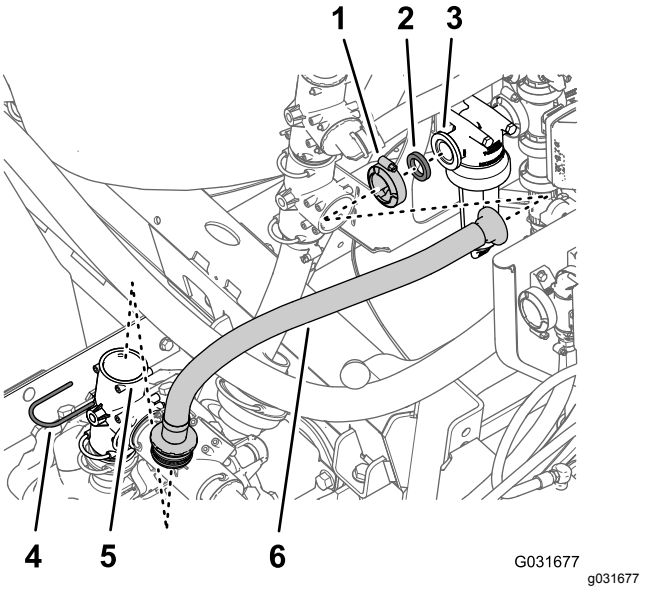

Figur 215
1. Ta bort hållaren som håller fast tillförselslangens raka hullingförsedda koppling på T-kopplingen på sprutans pump och ta bort den raka kopplingen från T-kopplingen (Figur 215).
2. Ta bort flänsklämman som håller fast tillförselslangen och packningen på filterhuvudets fläns och ta bort slangen från maskinen (Figur 215).